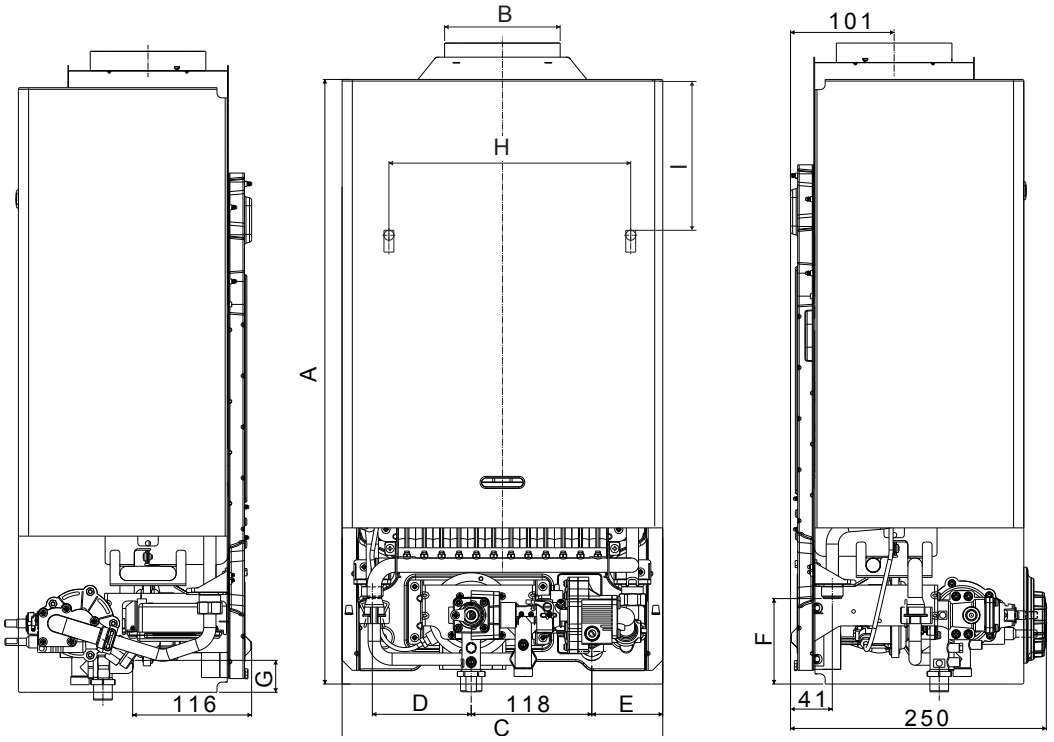

Fig. 1
- En la fig. 1 se indican las medidas del equipo para su fijación a la pared.